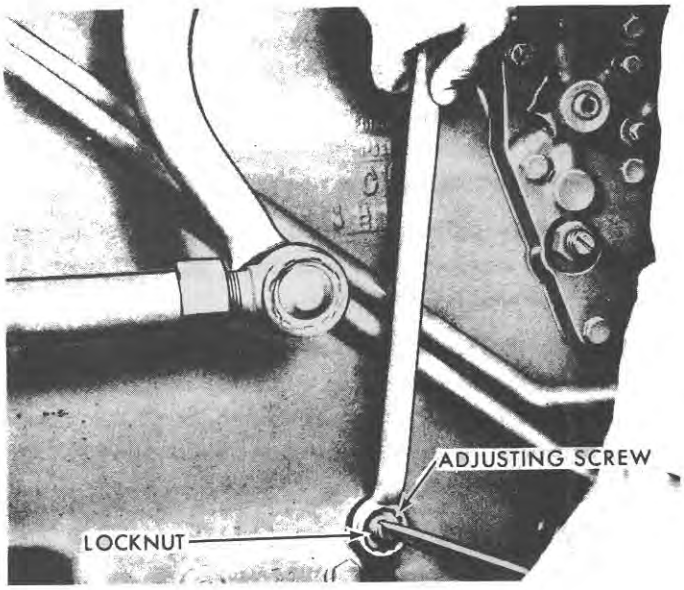

Figure 23
3. Refer to the chart on page 23 and move the gear selector lever to apply the desired band. Hold the band adjusting screw as shown in Figure 23, and loosen the lock nut two full turns.